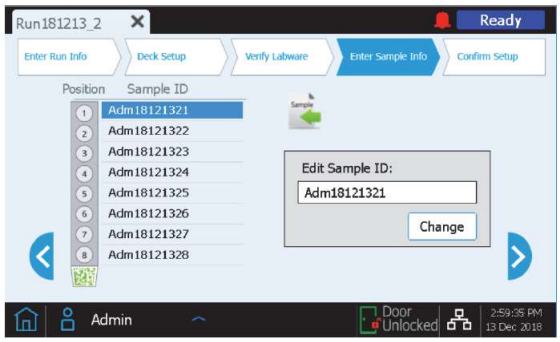

Figure 21. Edit Sample Info screen of the Magnis NGS Prep System; the Load samples button is highlighted with a circle.
- When setting up the run, on the *Enter Sample Info* screen, press the *Load* samples button (highlighted with a circle in Figure 21).